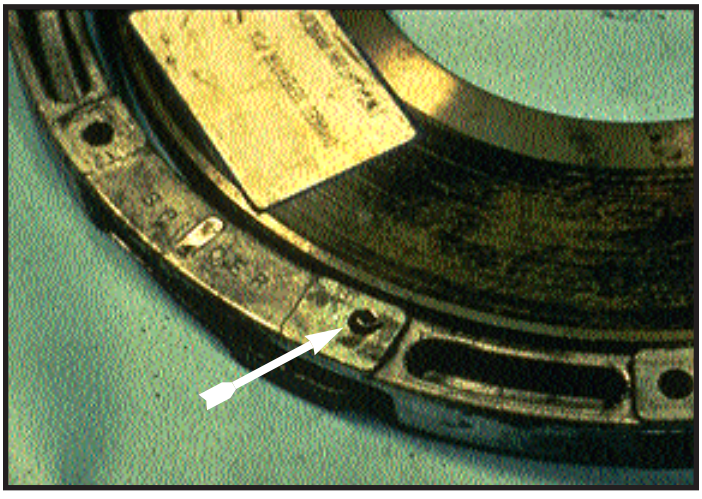

Figure 31 (SAS)
The separator pin shown in figure 31 became damaged (bent) when it was dropped during clutch installation. To prevent this from occurring, Eaton recommends the use of two (2) guide studs when mounting the intermediate plate and clutch cover to the flywheel (refer to the Eaton Installation Instructions).